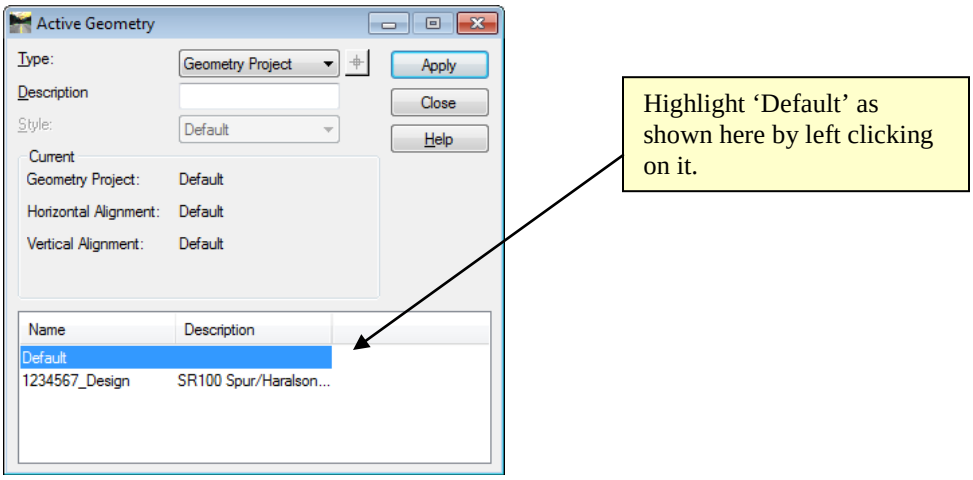

Figure L2-8 Active Geometry
18.	**Make the Default Project the Active Project** • In InRoads, Select **Geometry ► Active Geometry**. The **Active Geometry** dialog opens. • Highlight **Default** in the **Active Geometry** dialog as shown in *Figure L2-8*. • Click **Apply** & **Close**. *A Default Project will always exist in the InRoads Workspace Bar. This is internal to InRoads and is required. The Designer should NEVER use the Default project to design a project.*